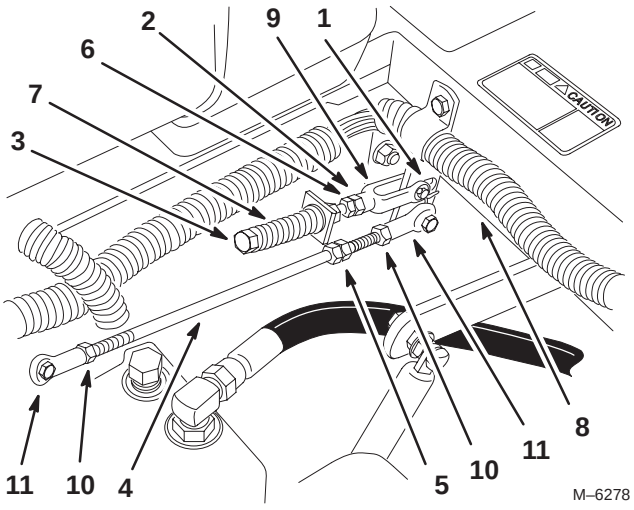

Figure 54
3. Placez le levier au point mort, **sans le verrouiller** (Fig. 54).
4. Tirez-le ensuite en arrière jusqu'à ce que l'axe de chape (situé sur le bras au-dessous de l'axe de pivot) touche l'extrémité de la fente (c.-à-d. commence juste à appuyer sur le ressort) (Fig. 54).
6. Si un réglage s'impose, desserrez l'écrou et l'écrou de blocage vissés contre la chape (Fig. 54).
8. Serrez l'écrou et l'écrou de blocage (Fig. 54).
1. Desserrez les contre-écrous sur les rotules de la tige de commande de la pompe (Fig. 54).
3. Réglez la longueur de la tige de pompe en tournant les doubles écrous dans le sens voulu, jusqu'à ce que la roue soit immobilisée ou tourne légèrement en marche arrière (Fig. 54).
6. Serrez les contre-écrous contre les rotules (Fig. 54).